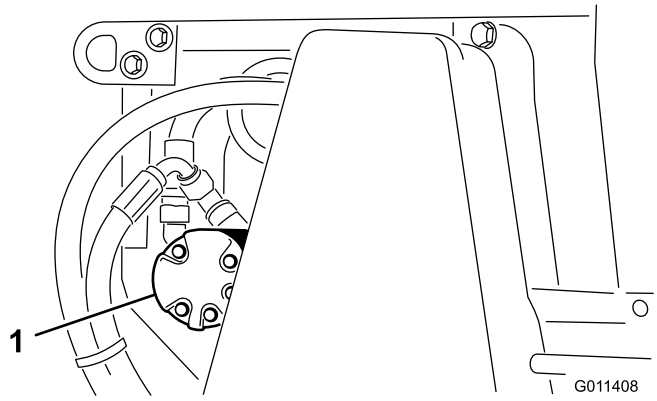

Figur 23
2. Løsn møtrikkerne, der fastgør børstemotoren (Figur 23) på den venstre side af maskinen.